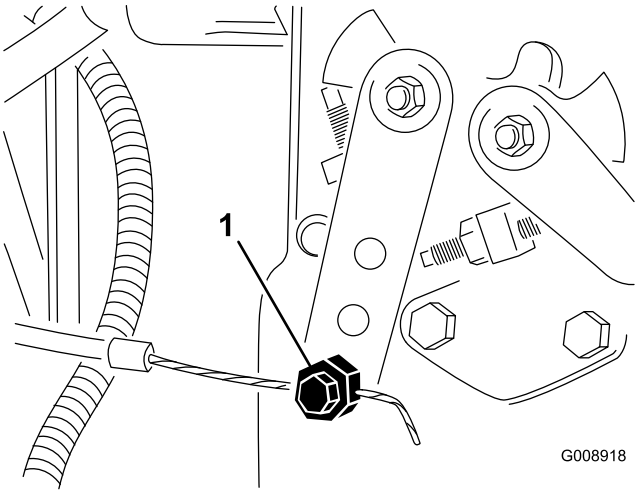

**Figur 55**
2. Lossa gasreglagekabelns kontaktdon på spaken vid insprutningspumpen (Figur 55).